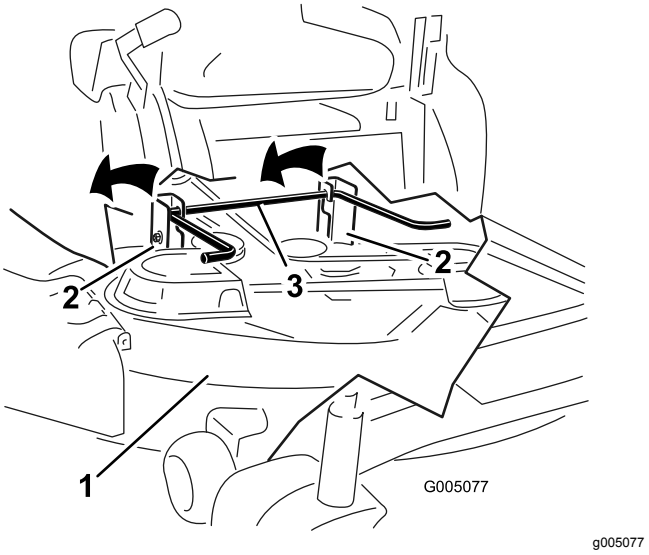

Figur 66
7. Løft klippeenheten og hengerbrakettene klar for bakre løftestang og senk klippeenheten forsiktig til bakken (Figur 66).
5. Løft bakre del av klippeenheten og før hengerbrakettene over bakre løftestang (Figur 66).